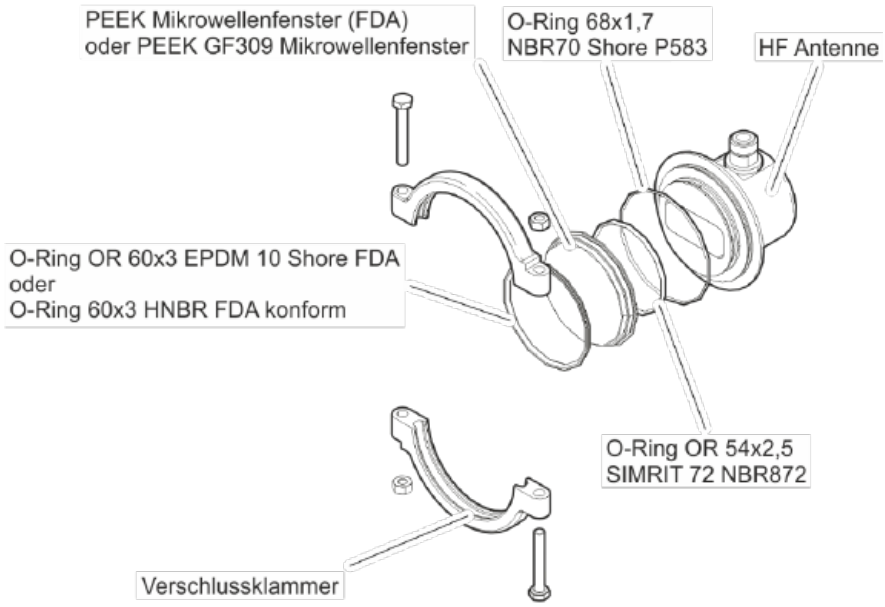

Abb. 5-2: Montage Mikrowellen-fenster
3. Befestigen Sie das neue Mikrowellenfenster, die neuen O-Ringe und die Antenne wieder mit der Verschlussklammer an der FlowCell, entsprechend der Darstellung in Abb. 5-2. Ab einem Fettgehalt von 8 % muss anstelle des EPDM-O-Rings ein HNBR-O-Ring verwendet werden.